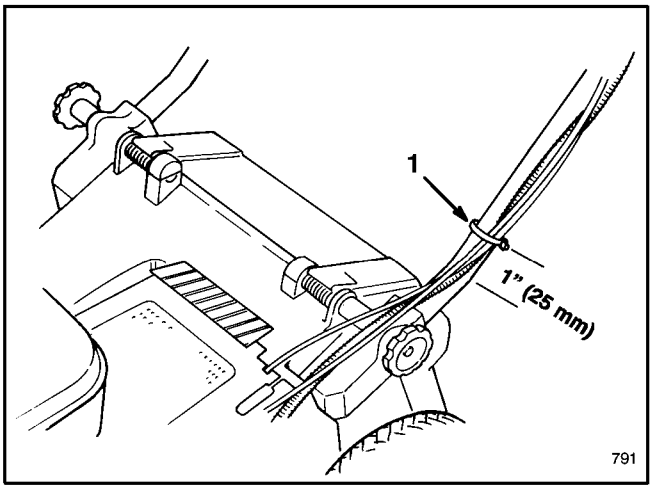

Abbildung 3
6. Befestigen Sie das/die Kabel mit der Kabelklemme unten an der linken Griffstange (Abb. 3). Die Kabelklemme sollte etwa 25 mm vom Stangenknick entfernt angebracht werden. Den richtigen Kabelverlauf finden Sie Abbildung 3.